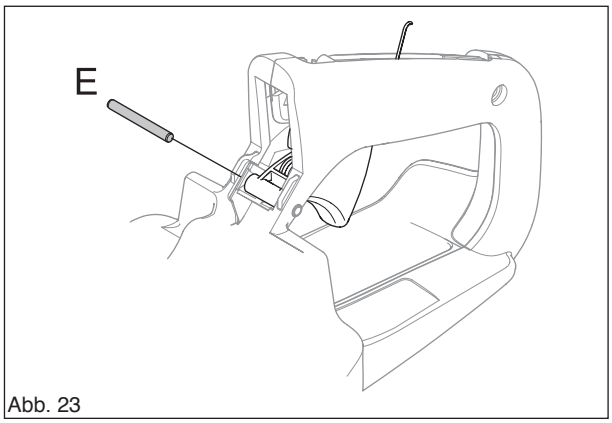

Abb. 23
Feder festhalten und Gashebel in die Aussparung im Handgriff einführen (Siehe Abb. 23.).
Gashebelstift (E) mit einem Dorn anbringen (Siehe Abb. 23.).